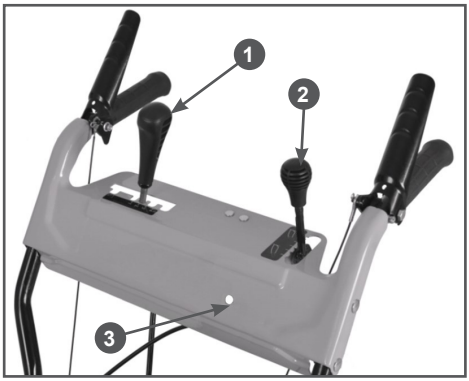
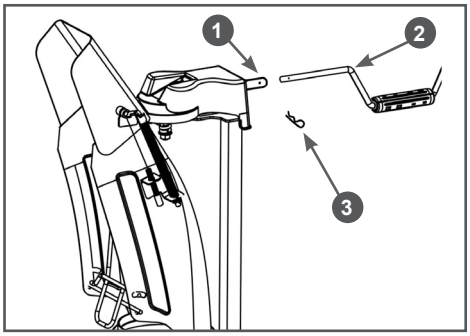

Рис. 10 Установка ручек рычагов ST661
Рис. 16 Крепление вала управления поворотом желоба
7. Накрутите ручки на рычаг переключения передач и рычаг управления дефлектором и затяните контргайки (только для ST661) (Рис. 10).
10. Установите вал управления поворотом желоба (только для ST661). Вставьте круглый конец вала управления поворотом желоба в отверстие 3 на панели (Рис. 10). Второй конец вала вставьте в соединительную муфту 1 механизма, совместите отверстия в вале 2 и муфте 1, и вставьте шплинт 3 (Рис. 16).